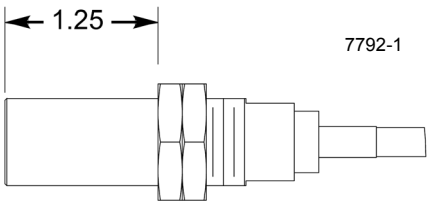

FIGURA 5-8
1. Gire las dos contratuercas en el sensor de rotación del tambor para producir 1.25 pulg (31 mm) de longitud instalada de roscas desde la parte inferior del sensor hasta la contratuerca inferior (Figura 5-8).